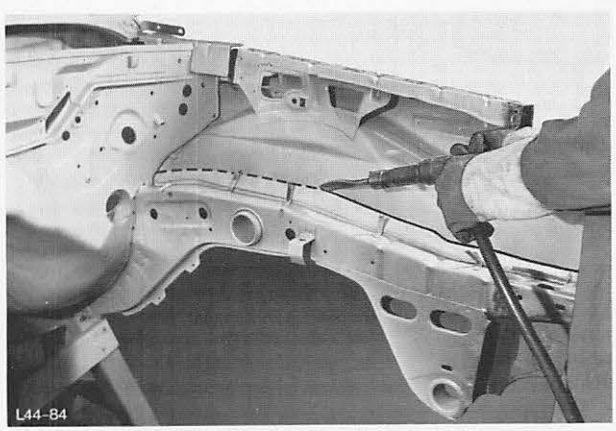

Abb. 80 Stehblech vom Längsträger trennen
2. Stehblech vom Längsträger trennen, Abb. 80.